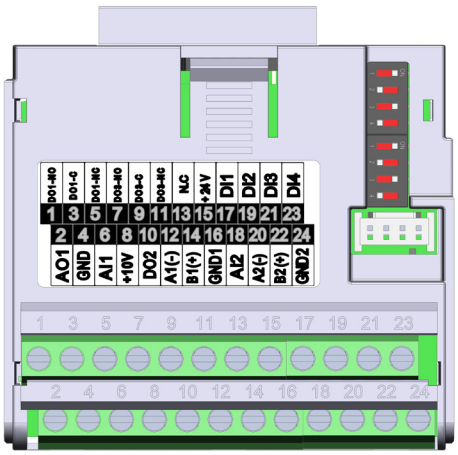

图 20.4: 插入模块CFW500-CRS485
CFW500-CRS485 插入式模块在端子 12 (A-) 和 14 (B+) 处具有通过 RS-485 端口的串行 (1) 接口，以及通过另一个 RS-485 端口的串行 (2) 接口在端子 20 (A2+) 和 22 (B2+) 处，请参见 图 20.4（第20-1页）。另请参见，端子 16 上的 GND1 和端子 24 上的 GND2 彼此隔离，并与端子 4 上的 GND 隔离。